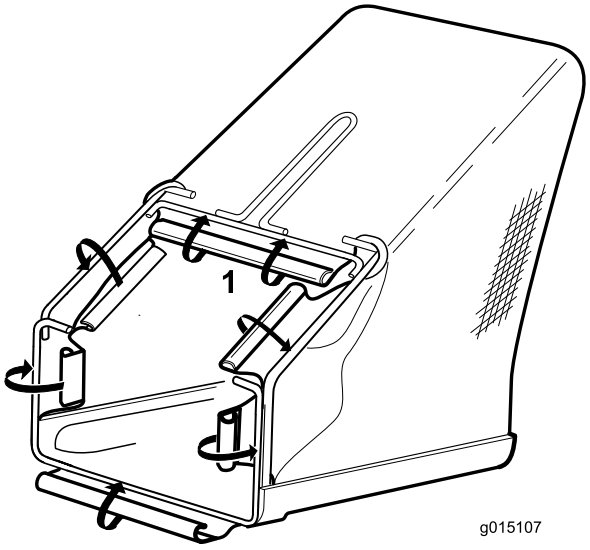

Figuur 4
2. Maak de 6 plastic klemmen van de grasvanger vast aan het geraamte. Begin vanaf de handgreep (Figuur 4).